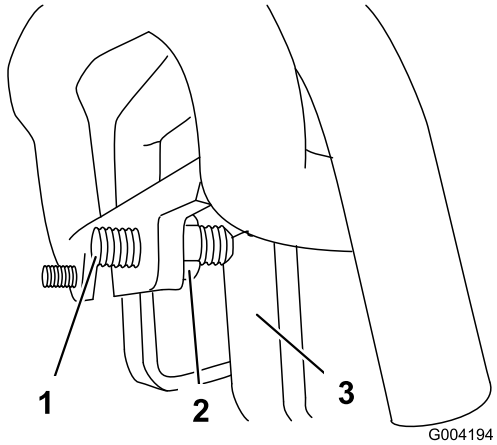

**Rysunek 57**
3. Jeżeli maszyna skręca **w lewo**, poluzuj **prawą** nakrętkę zabezpieczającą i wyreguluj śrubę ustalającą zespołu jezdnego z przodu dźwigni sterowania zespołem jezdnym (Rysunek 57).
4. Jeżeli maszyna skręca **w prawo**, poluzuj **lewą** nakrętkę zabezpieczającą i wyreguluj śrubę ustalającą zespołu jezdnego z przodu dźwigni sterowania zespołem jezdnym (Rysunek 57).